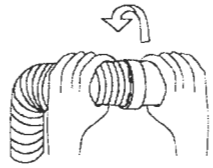

Fig. 2
- Girar en sentido apuesto a las agujas del reloj, hasta que el tubo flexible quede fijo. (Fig. 2)
- Faire tourner dans le sens contraire de celui des aiguilles d'une montre jusqu'à ce que le tuyau souple soit fixé (Fig. 2)
- Girare in senso antiorario finchè il tubo flessibile non viene fissato (Fig. 2)
- Solange entgegen dem Uhrzeigersinn drehen bis der Schlauch fest sitzt (Siehe Abb. 2)
- Turn the hose anticlockwise until it is firmly in place (Figure 2)